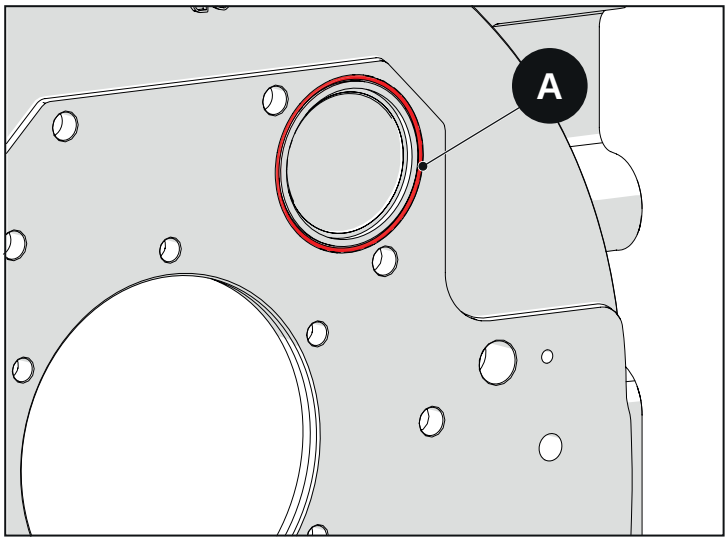

Fig. 2.129
- Introdurre silicone tipo Dow Corning 7091 nella scanalatura della campana, sede dell’O-ring. (fig.2.129).